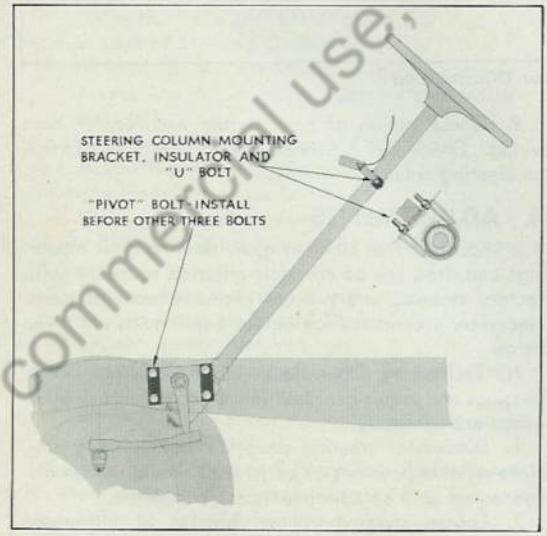

Fig. 5 Steering Gear Mountings at Frame and Instrument Panel
there will be no misalignment and resultant binding. **Always adjust gear mountings after making worm bearing and sector gear lash adjustments.** Refer to Fig. 5.
Steering gear housing has an integral flange which is attached directly to frame left side rail with four bolts and two clamp plates, Fig. 5. Steering column is fitted with a bracket which bolts directly to instrument panel. Steering gear can be removed from vehicle as follows:
4. Connect steering column bracket to instrument panel and tighten bolt nuts securely, Fig. 5.
5. Tighten bolts mounting steering gear housing to frame side rail. Upper front or pivot bolt should be tightened last, Fig. 5.